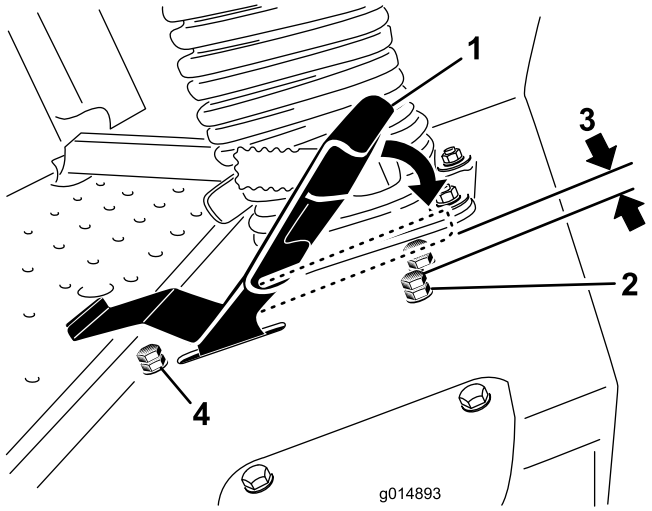

Figur 51
3. Lossa kontramuttern på stoppskruven för gaspedalen (Figur 51).